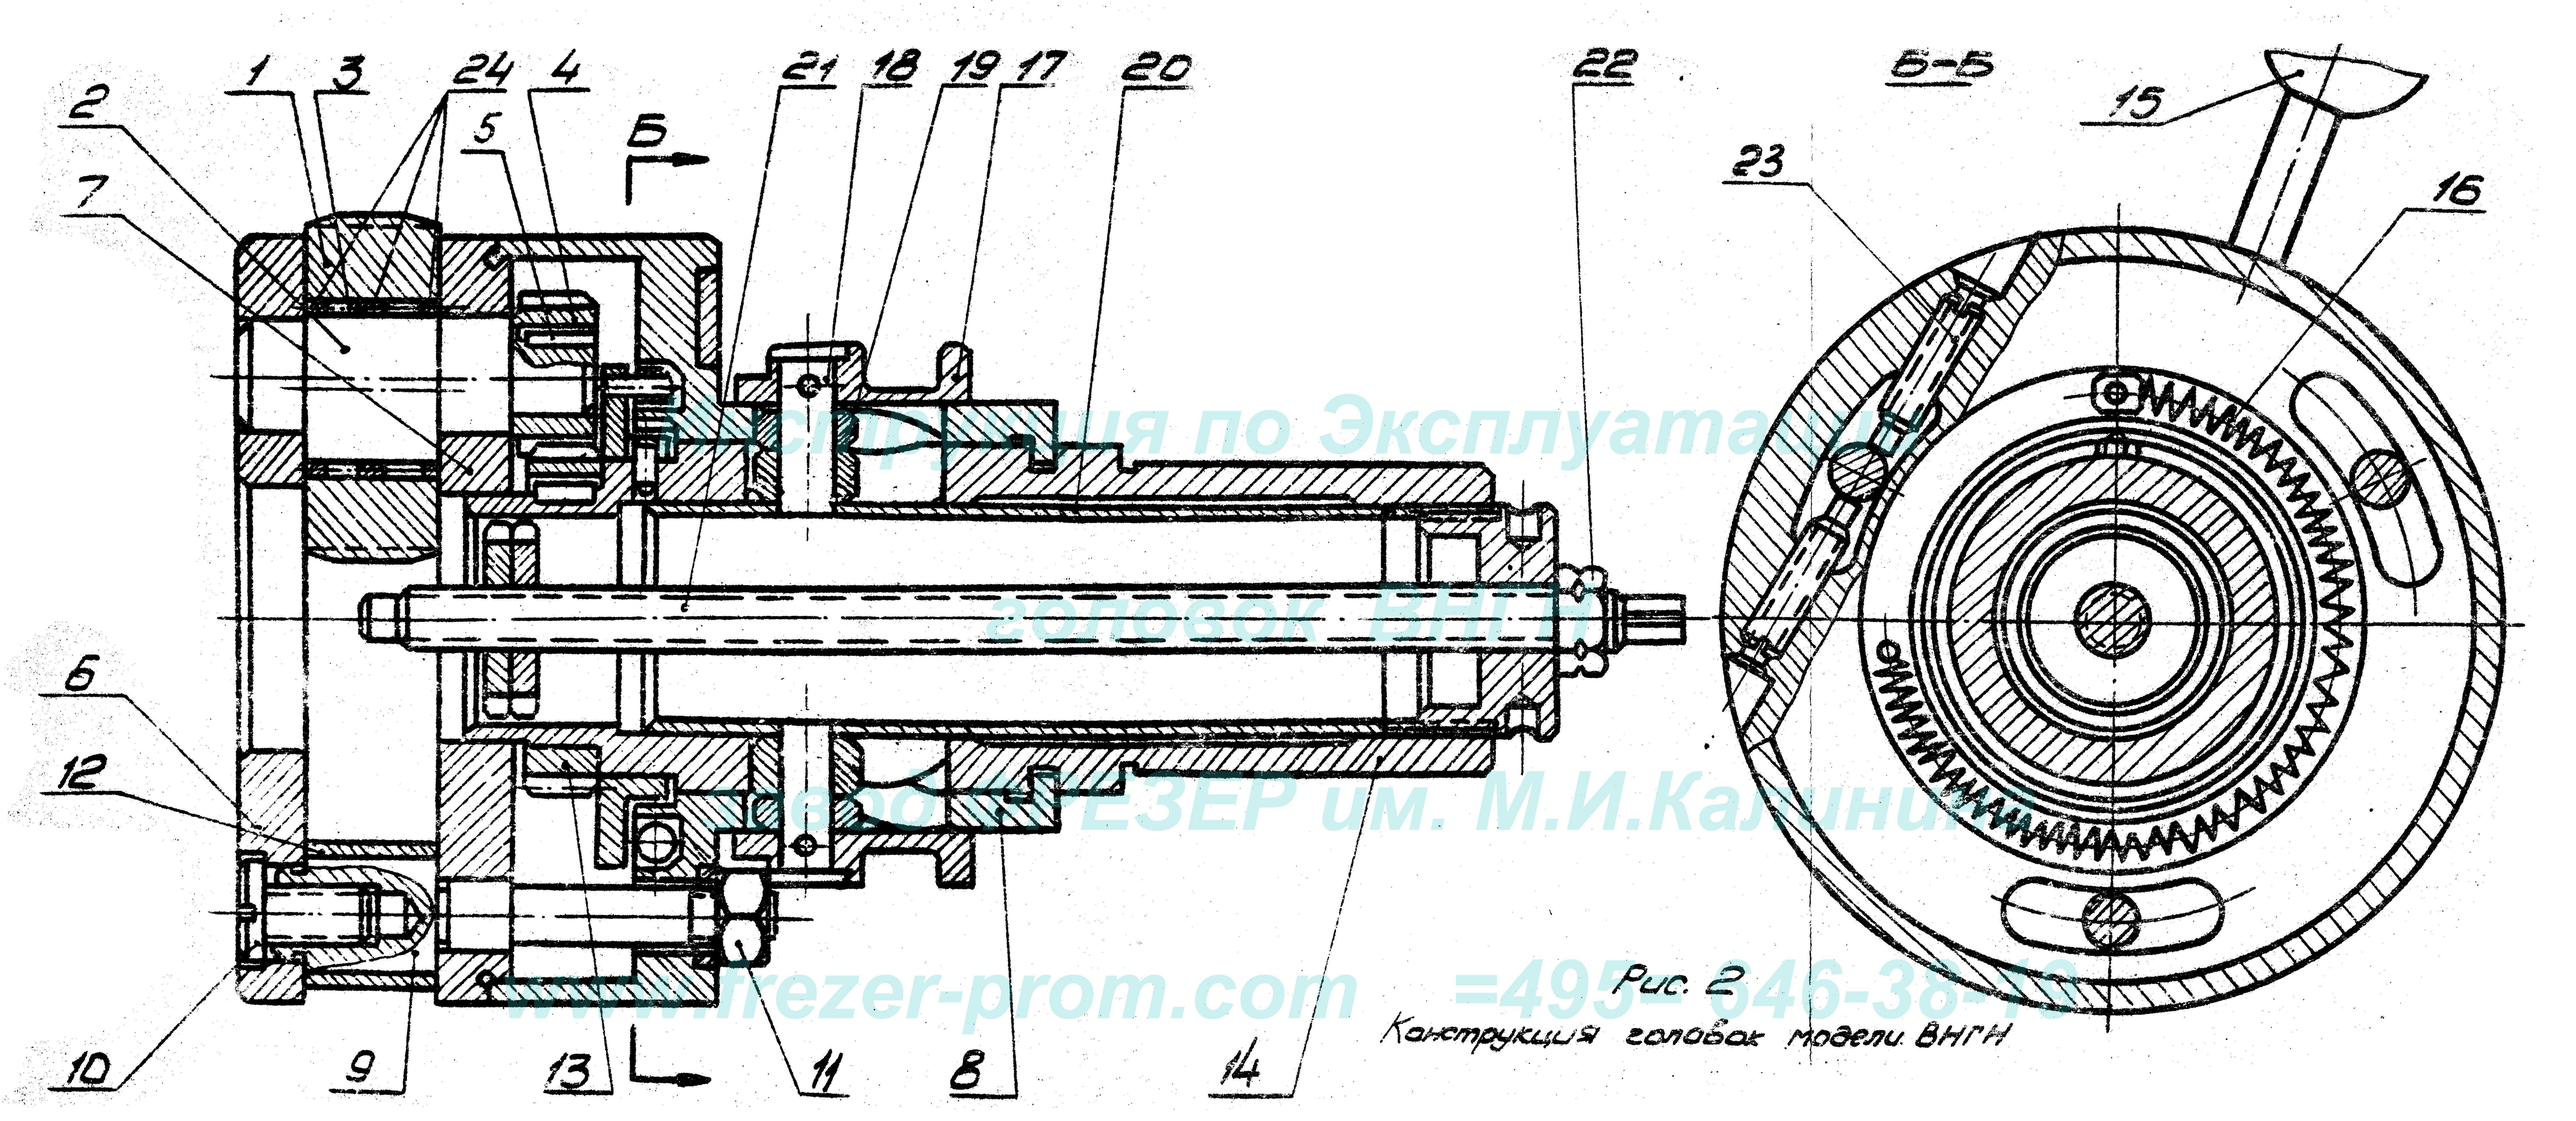

Рис. 2
совпали с рисками на крышке 6. В таком положении, следя за сохранностью установки осей, силовую часть вставляют в корпус, слегка ее поворачивая, пока не произойдет сцепление зубчатых колес 4 с центральной шестерней I3. Затем закрепляют гайки II. При сборке следует обратить внимание на то, чтобы колонки 9 были расположены в середине пазов корпуса 8 (см. сечение ВВ на рис.2). Это необходимо для сохранения возможности регулирования головки на размер накатываемой резьбы.
12. С целью облегчения закрытия невращающейся головки, работающей в автоматическом цикле, необходимо на станке установить кулачок, который должен в конце обратного хода головки повернуть корпус 8 (рис.2). В этом случае вместо рукоятки 15 в корпус 8 вворачивается палец с роликом, на который воздействует кулачок.